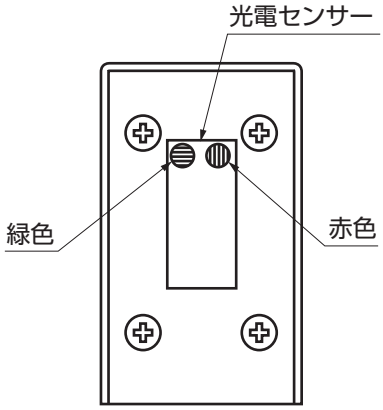

図14-5　センサー（受光側）
- センサー（受光側）には、緑と赤のLEDがあります。（図14-5参照）